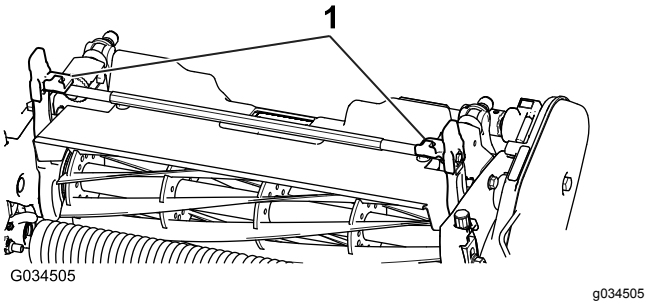
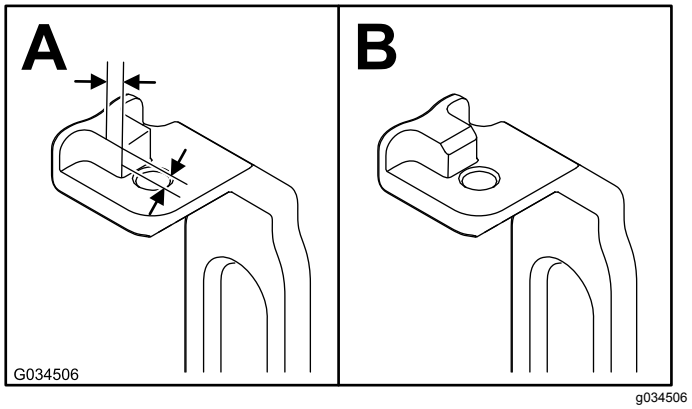

**Rysunek 4**
**Rysunek 5**
2. Na obydwu ramionach przechylających (Rysunek 4) odmierz 2,3 mm od krawędzi narożnej wypustki i zeszlifuj narożnik w sposób przedstawiony na Rysunek 5.